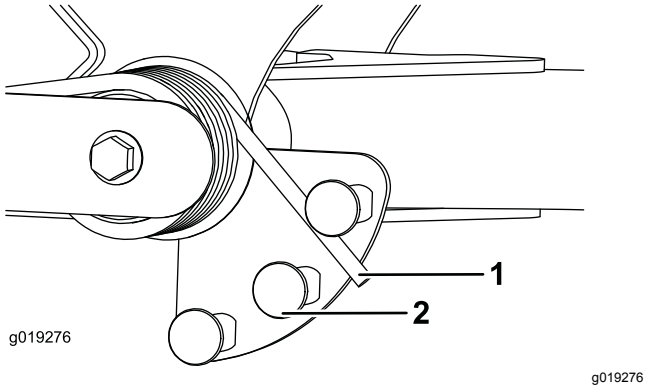

Figur 29
2. Sett inn et rør eller lignende objekt på den lange fjærenden og sving det rundt fjæraktuatoren til ønsket stilling (Figur 29).